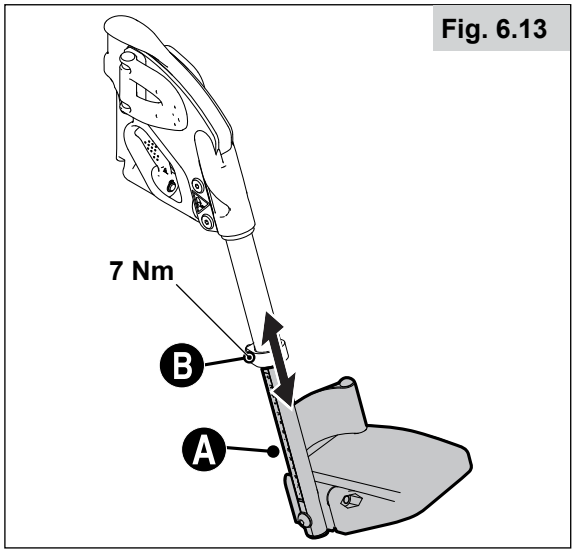

Fig. 6.13
6.12 Ajustar o comprimento dos suportes para as pernas - suportes para as pernas de ângulo ajustável (Fig. 6.13)